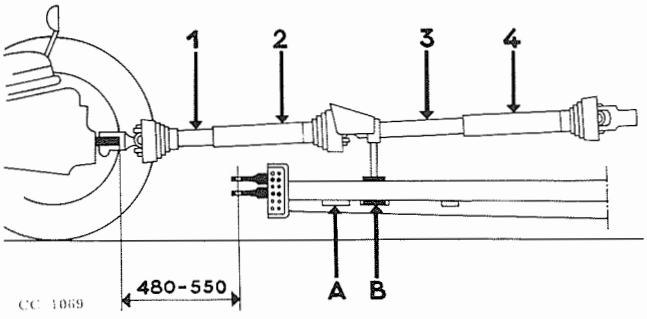

Fig. 3 - Hitching the baler within 18.8 to 21.6 in. (480 to 550 mm)
Make sure the frame of the baler is approximately level when hitching the baler to the tractor drawbar. Back the tractor on level ground up to the baler and determine the required position of hitch plates on tongue which can be lowered or raised as necessary, see fig. 3.
1) When hitching the baler to the tractor within 18.8 to 21.6 in. (480 to 550 mm) do not cut off the U-joint shafts. Attach the support on tongue at B (see fig. 3).